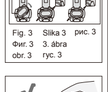

Fig. 4 Slika 4 рис. 4
c. After cartridge loading, push the piston release forward until it stops. (Fig. 4)